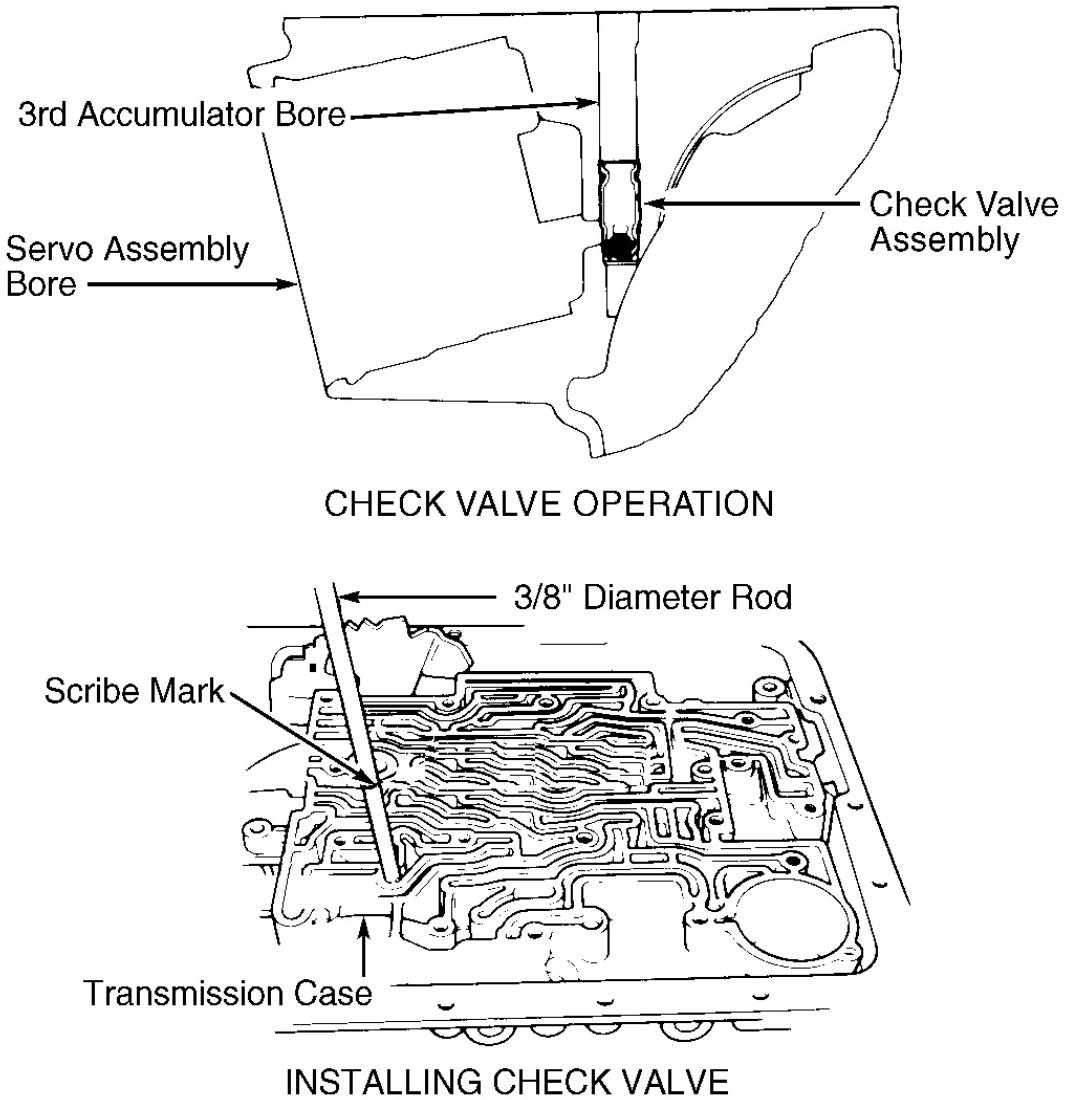

Fig. 20: Installing 3rd Accumulator Check Valve Assembly
1. Check 3rd accumulator check valve before removing it. **DO NOT** remove check valve unless it is leaking. Install servo assembly in bore. Install servo cover and retaining ring. See **Fig. 6** . Pour clean solvent in bore. Inspect for leaks in transmission case. Replace check valve assembly if it leaks. See **Fig. 20** . Remove servo assembly.
2. For check valve removal, install No. 4 screw extractor in check valve assembly. Remove check valve. Ensure bore is free of burrs. Installation tool must be made to ensure proper installation depth is obtained. Using a 3/8" O.D. rod, scribe indicator mark at 1.653" (41.98 mm) from end of rod. Install check valve until scribe mark on rod is flush with case. See **Fig. 20** .